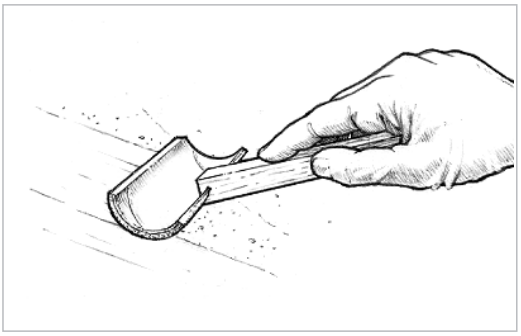

Figure 5-24 *Tip off the fresh coat of epoxy with the grain, using a foam roller brush to remove bubbles and roller marks.*
8. Drag a foam roller brush lightly over the fresh epoxy in long, even, overlapping strokes after each full batch is applied. Use enough pressure to smooth the stipple, but not enough to remove any of the coating *(Figure 5-24)*. Alternate the direction in which each coat is tipped off, 1st coat vertical, 2nd coat horizontal, 3rd coat vertical, etc. A WEST SYSTEM 800 Roller Cover can be cut into segments to make a tipping bush.